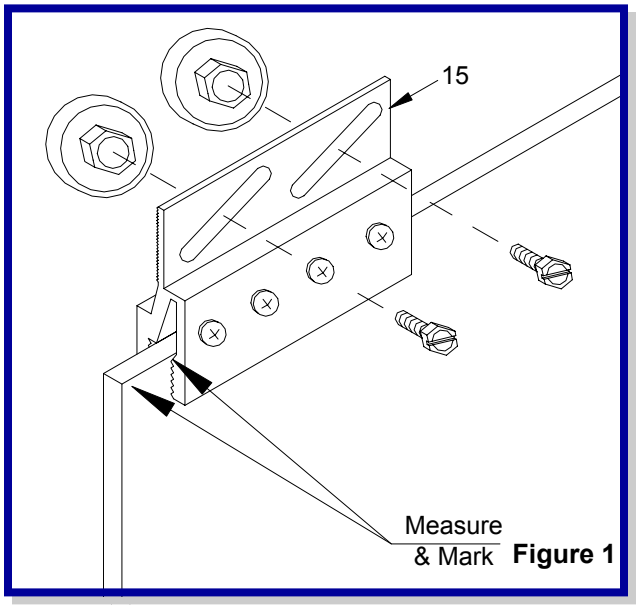

Figure 1
- Select the four roller brackets (You will either have a single or double bracket) (15) and the two pieces of door glass.
- Measure and mark the top of the glass 1" from both sides of each piece. ***(See Figure 1)***